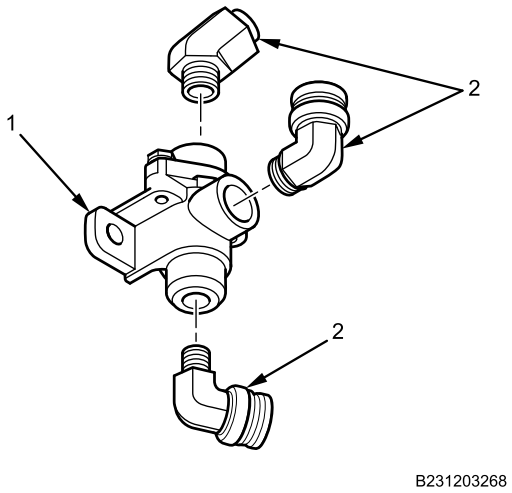

Figure 2. Air Brake Double Check Valve.
1. Remove three fittings (Figure 2, Item 2) from double check valve (Figure 2, Item 1).